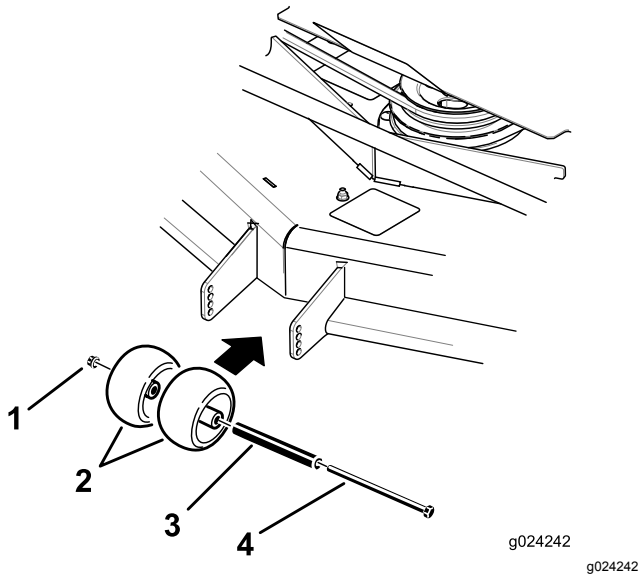
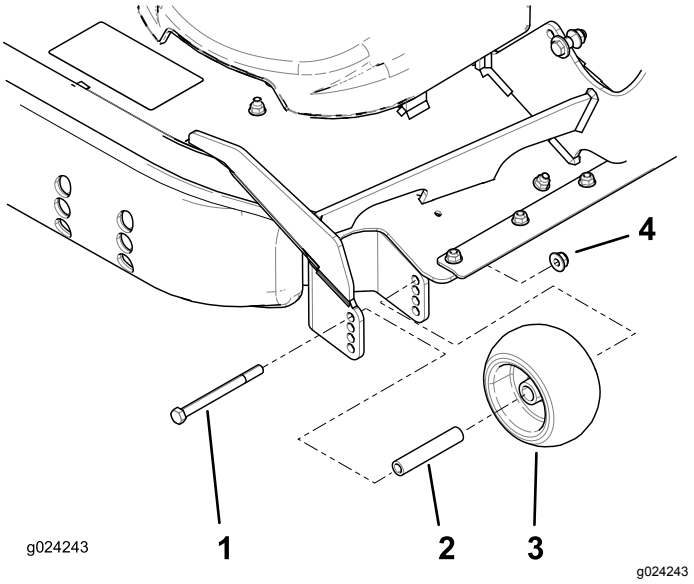

Figur 27
Figur 28
3. Juster antiskalperingsvalsene som vist i Figur 27 og Figur 28 for å tilpasse dem etter den nærmeste klippehøydeposisjonen.